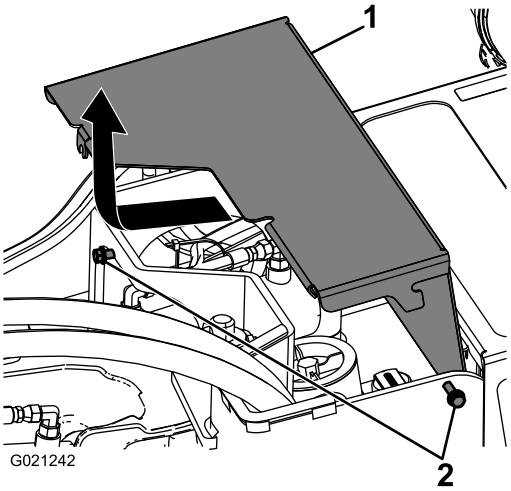

Figur 24
2. Lossa de två skruvarna som fäster det främre locket vid maskinen (Figur 24).
3. Dra locket framåt något och uppåt för att ta bort locket (Figur 24).
2. Dra det främre locket på plats och dra åt de två skruvarna som fäster det vid maskinen (Figur 24).